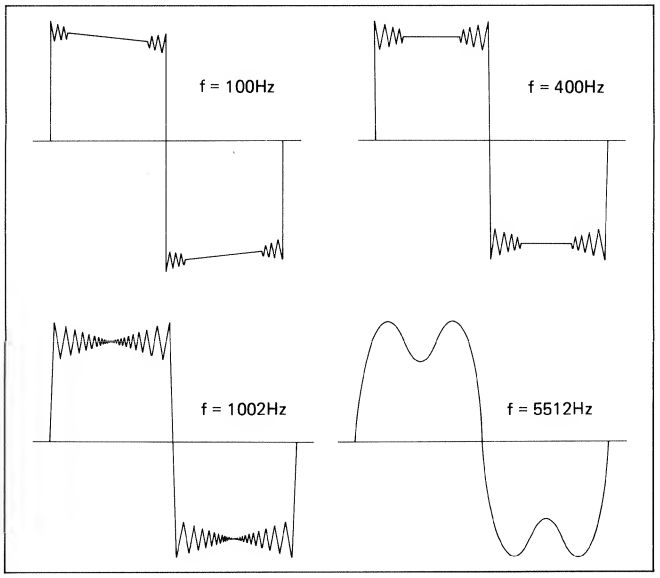

Fig. 4.14
-> Fig. 4.14
- Connect the CRO to one of the outputs and visually examine the square-wave signals at 100 Hz, 400 Hz, 1002 Hz, and 5512 Hz. The wave shape should be symmetrical. (Fig. 4.14)